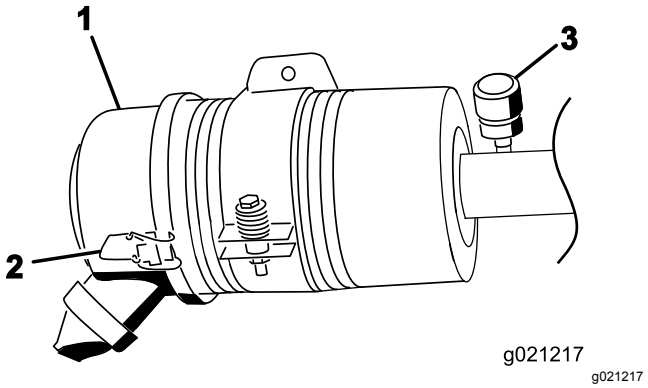

Figur 70
Efterse kun luftfilteret, når serviceindikatoren viser, at det er nødvendigt (Figur 70). Hvis du udskifter luftfilteret, før det er nødvendigt, øger du blot risikoen for, at der kommer snavs ind i motoren, når filteret afmonteres.
1. Åbn låsene, der fastgør luftfilterdækslet til luftfilterhuset (Figur 70).